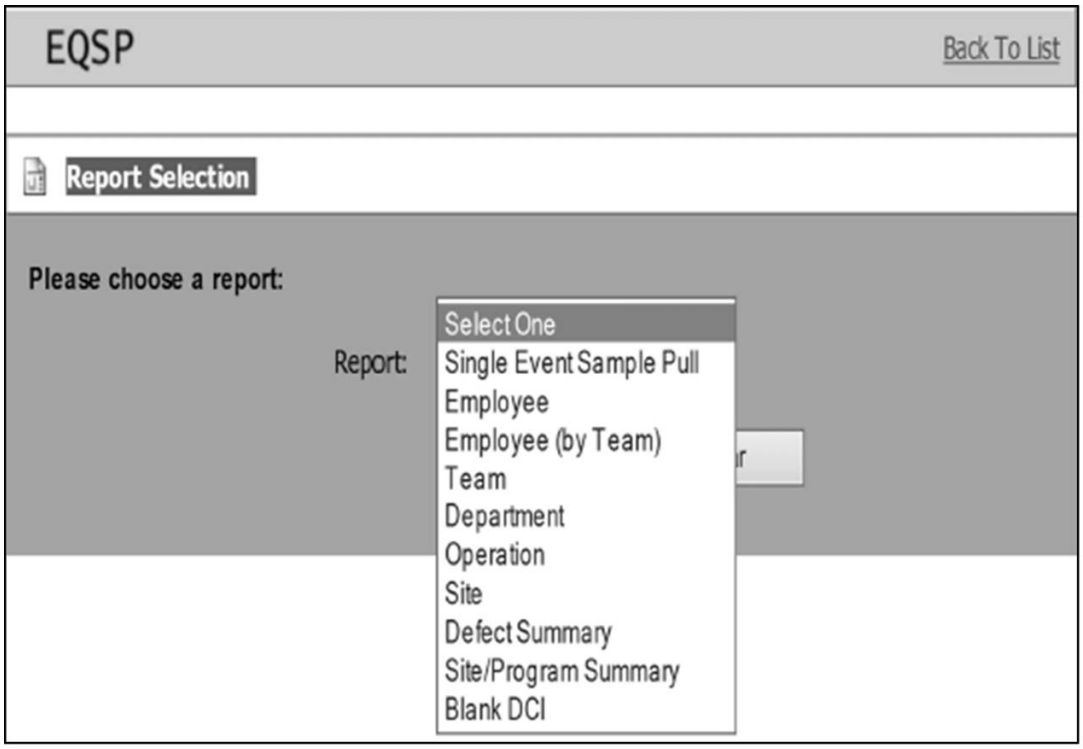

Figure 3.30.30-19 Report Selection Screen - Analyst User Role
(3) From the Reviewers or Manager Main Menu Screen select the "Reports" button. The Report Selection Screen will generate. See **Figure 3.30.30-19.**